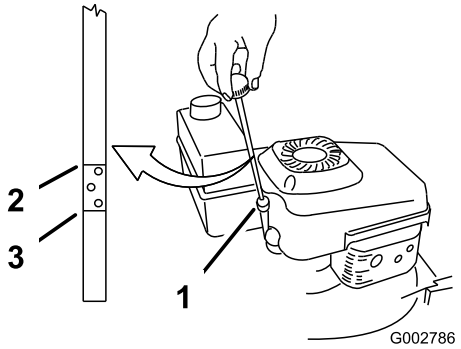

Bild 13
Stellen Sie vor jedem Einsatz sicher, dass der Ölstand zwischen den Marken „Add (Nachfüllen)“ und „Full (Voll)“ am Peilstab steht (Bild 13).
2. Reinigen Sie den Bereich um den Peilstab (Bild 13).
6. Nehmen Sie den Peilstab heraus und lesen Sie den Ölstand ab (Bild 13).